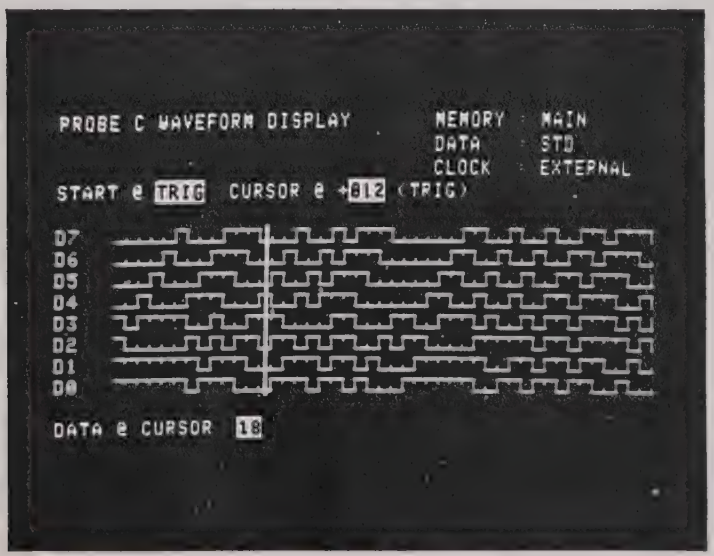

Figure 4.7 - Display Showing 8-Line Waveform Using Single Probe
4.5.5 Refer to Figure 4.7. Press the $\sqcap$ key anytime it is necessary to display the **Waveform Mode** allowing one to view 8 bits of input data at a time (16 bits total) from Probe C channel. By using the internal clock at speeds of 10 MHz, the operator has a slow-rate asynchronous timing capability that is very useful in scanning incoming low-speed data and displaying it in a Waveform configuration. Using Series 200 analyzers, Waveform resolutions of several hours to 100 nSec are possible. The Waveform display is provided with a cursor indicating the value of the word at the cursor location. Also, data can be readily converted back to any one of the tabular data formats simply by pressing the correct **MEMORY** key.